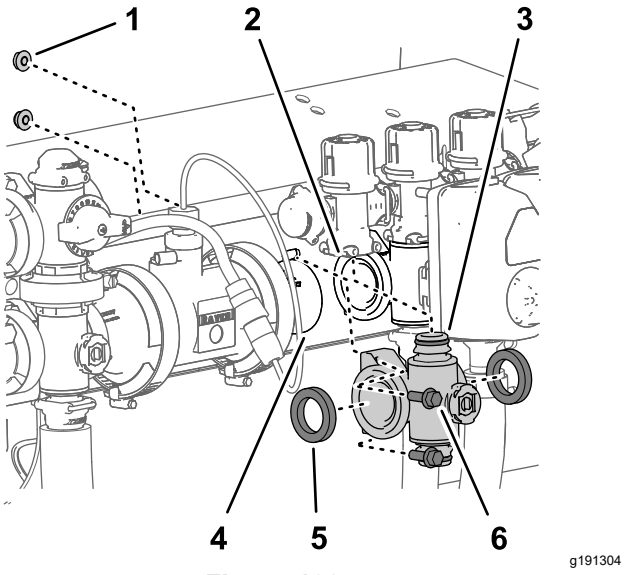

Figuur 122
4. Voor de klepverdelers van de linker- of rechterspuitboom: verwijder de 2 flenskopbouten (¼" x ¾") en 2 flensborgmoeren (¼") waarmee de spuitboomklepverdeler bevestigd is aan de klepsteun (Figuur 122).
5. Verplaats de spuitboomklepverdeler en de pakkingen naar beneden zodat deze loskomen van de omloopklep van de spuitbomen, en verwijder de onderdelen van de machine.Figuur 122